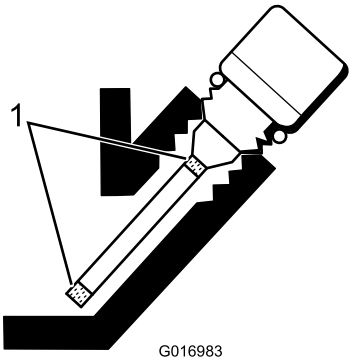

Figuur 24
5. Als het peil te laag staat, vult u voldoende olie bij totdat het peil tussen de markeringen op de meter staat (Figuur 24).